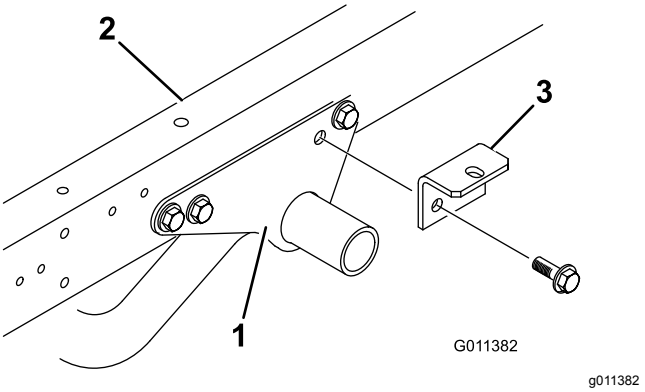

**Figur 5**
1. Fjern de to flenshodeskruene og flenslåsemutterne som fester bakdelen av hver monteringsbrakett for motorrammen til hver side av kjøretøysrammen (Figur 5).
2. Fest en tilbehørsbrakett løst på hver monteringsbrakett for motorrammen og kjøretøyrammen med de to flenshodeskruene og flenslåsemutterne som ble fjernet tidligere (Figur 5).